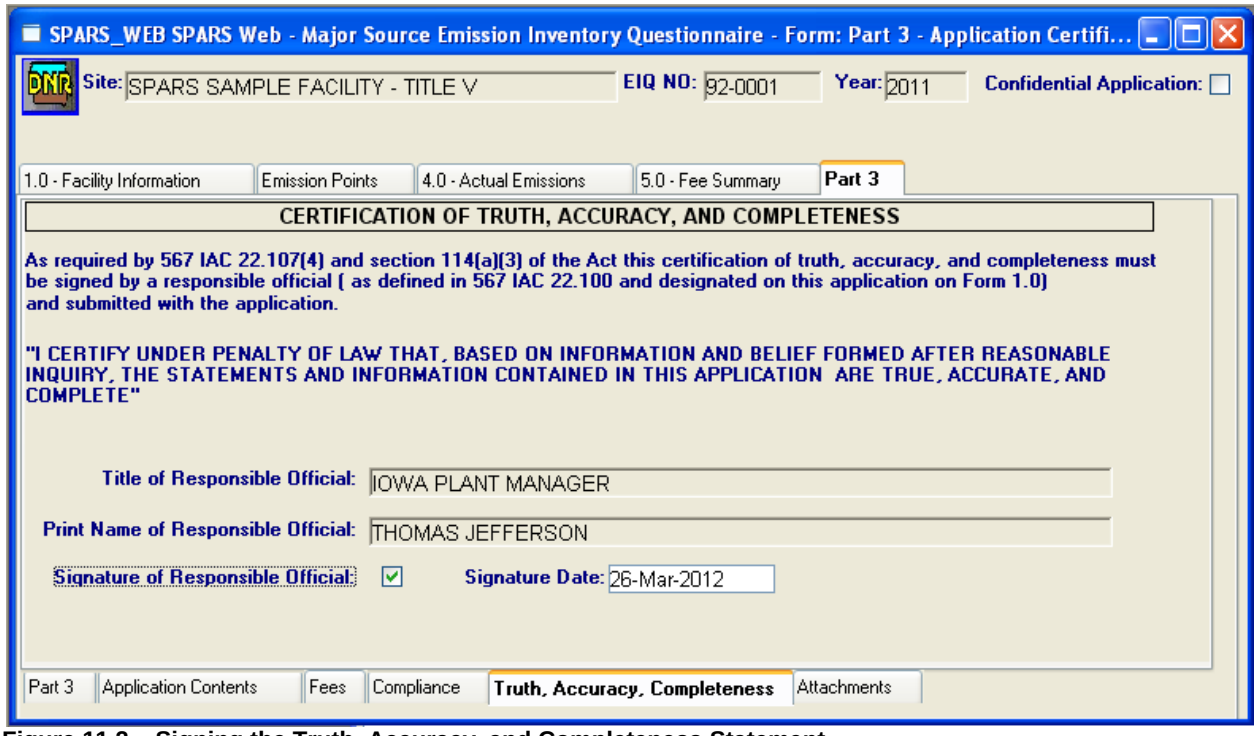

Figure 11.2 – Signing the Truth, Accuracy, and Completeness Statement
6. Check the **Signature of Responsible Official** box and enter the date in the **Signature Date** box (see Figure 11.2). ***It is very important to do this***. Your inventory will be deemed incomplete if the signature box is not checked and/or the date is not correct.